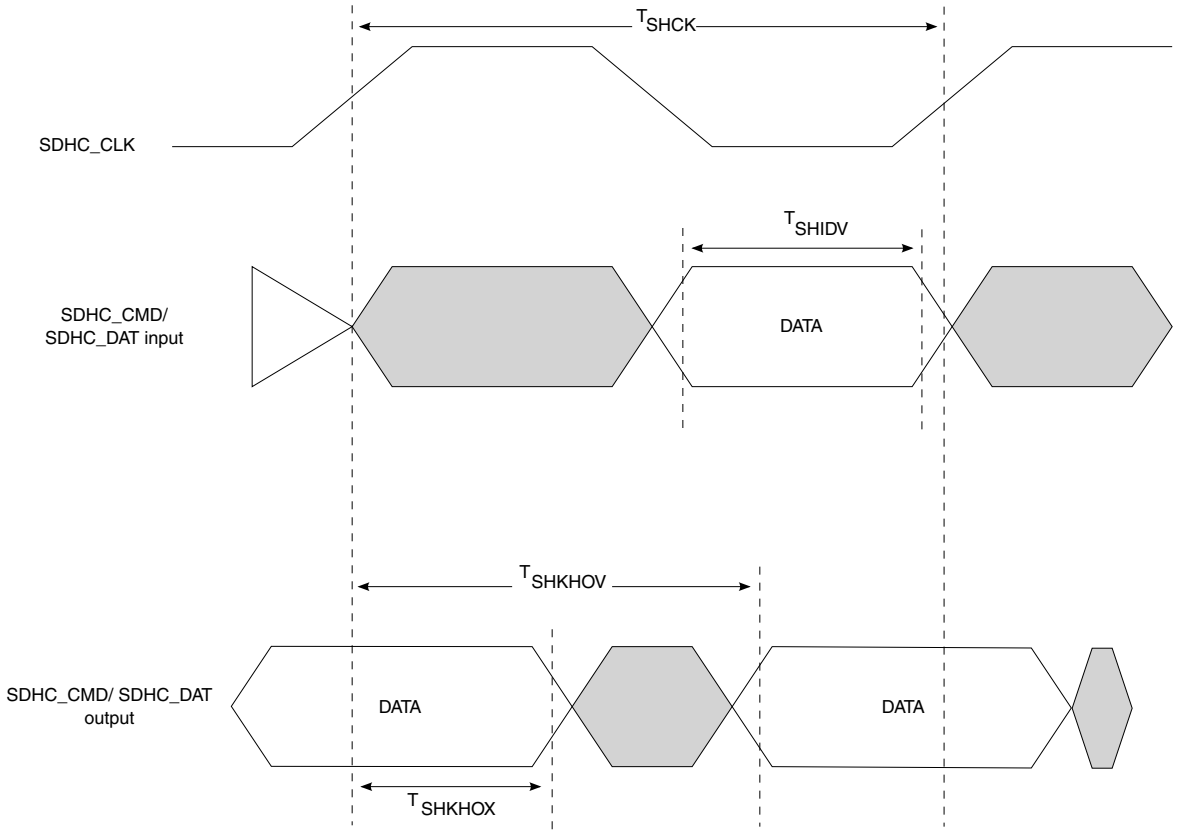

Figure 21. eSDHC SDR104/HS200 mode timing diagram
2. The symbols used for timing specifications herein follow the pattern of $t_{\text{(first two letters of functional block)(signal)(state) (reference)(state)}}$ for inputs and $t_{\text{(first two letters of functional block)(reference)(state)(signal)(state)}}$ for outputs. For example, t_{SHKHOX} symbolizes eSDHC highspeed mode device timing (SH) clock reference (K) going to the high (H) state, with respect to the output (O) reaching the invalid state (X) or output hold time. Note that in general, the clock reference symbol is based on five letters representing the clock of a particular functional. For rise and fall times, the latter convention is used with the appropriate letter: R (R for rise) or F (F for fall).
3. See Figure 21. on page 95.